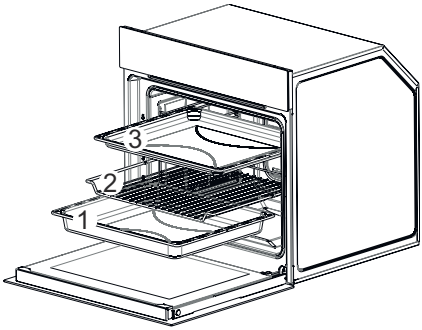

Fig. 15
- Remove the trays and the grill respectively (1-2-3 / Fig. 15).